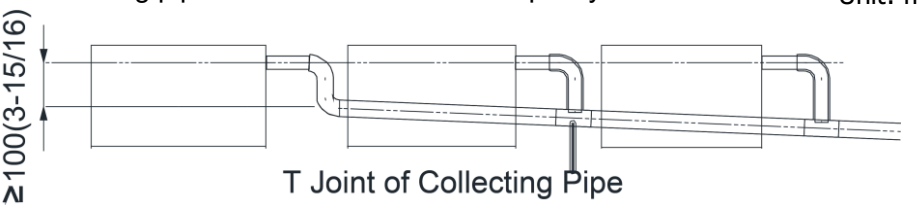

Fig 9.3.4
(4) When connecting several drain pipes, follow the instruction as indicated in Fig 9.3.4.